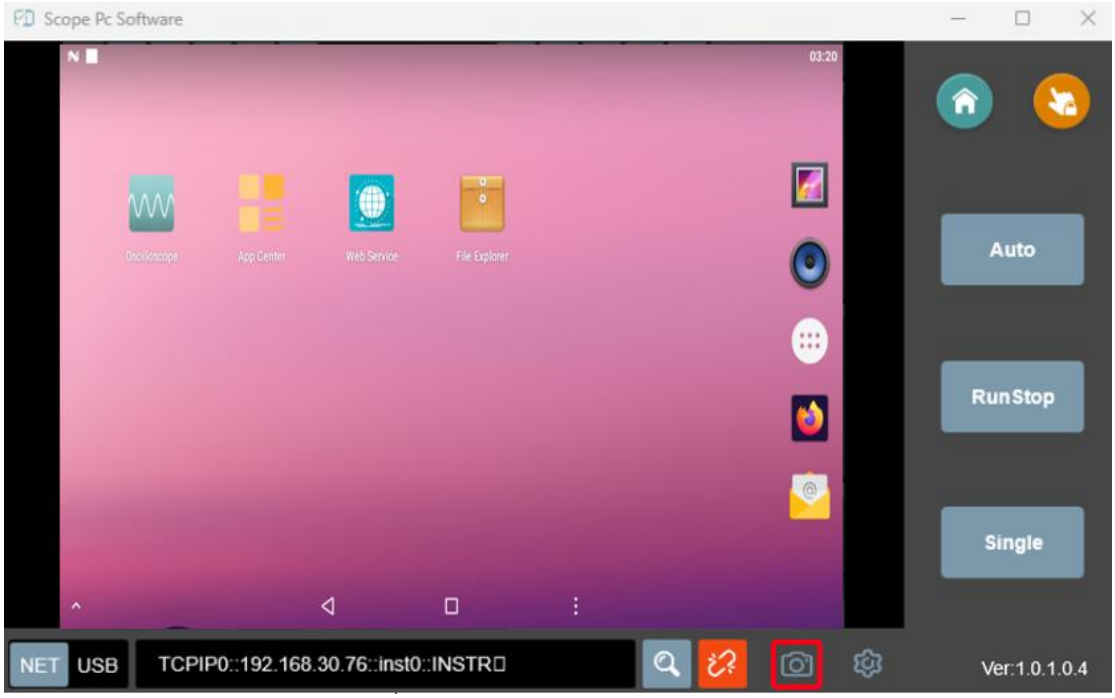

Figure 2-13
14、Click “ ” will complete a screenshot of the current screen,as shown in Figure 2-13.The captured image can be viewed in the path set.